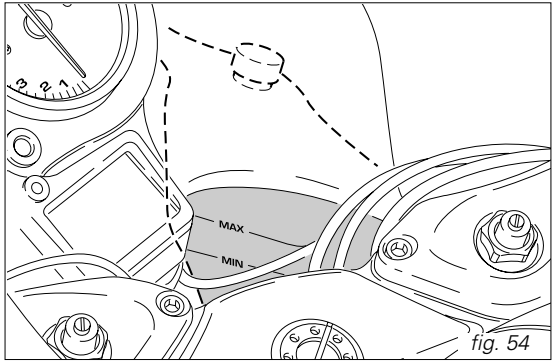

fig. 54
*The coolant level must be between the **MAX** and **MIN** marks (fig. 54).*